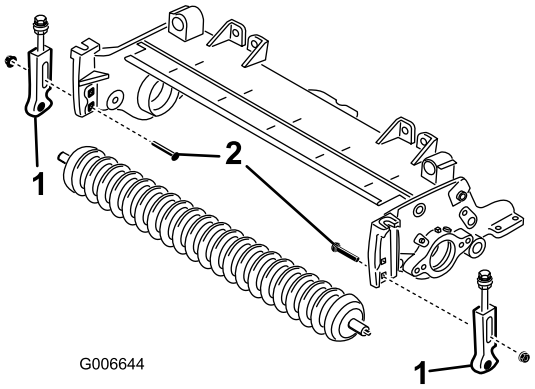

Figur 19
12. Fjern de bræddebolte og møtrikker, som fastholder klippehøjdebeslagene til klippeenhedens sideplader (Figur 19).
13. Løsn de maskinskruer og låsemøtrikker, der fastholder klippehøjdebeslagene til den forreste rulleaksel (Figur 19).
14. Fjern klippehøjdebeslagene og frontrullen fra klippeenhedens sideplader (Figur 19).